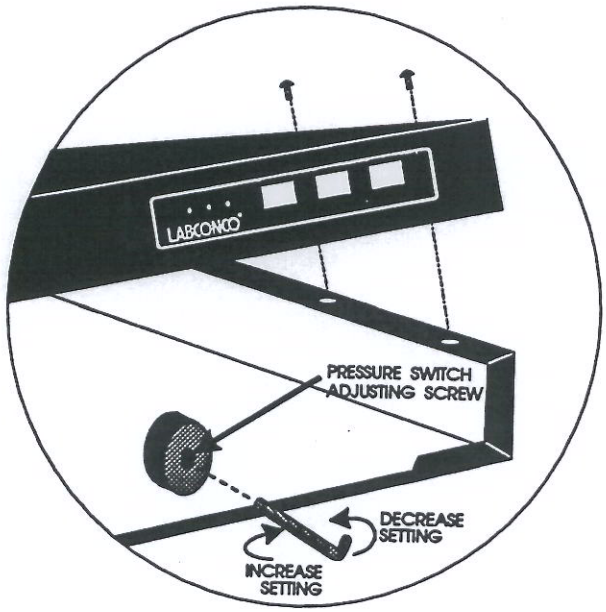

Figure 12
(1) Turn the blower(s) on, and the blower speed control to the full speed setting.
(2) Locate and remove the six Phillips head screws at the edge of the canopy as shown in Figure 12. Pull the canopy top out slightly then tilt it up.
(3) If the 'NORMAL' light is on, insert the appropriate hex wrench, and turn the pressure switch adjustment screw SLOWLY counterclockwise until the 'SERVICE' light turns on. Go to step #4.
(4) If the 'SERVICE' light is on, insert the appropriate hex wrench, and turn the pressure switch adjustment screw SLOWLY clockwise until the 'NORMAL' light turns on. Reattach the canopy top.
(5) Turn the blower speed down, as required to establish the average velocity as described in the Speed Control Adjustment Section on page 20, or in the IES recommended practice IES-RP-CC-002-86. Replace the speed control cover plug when finished.